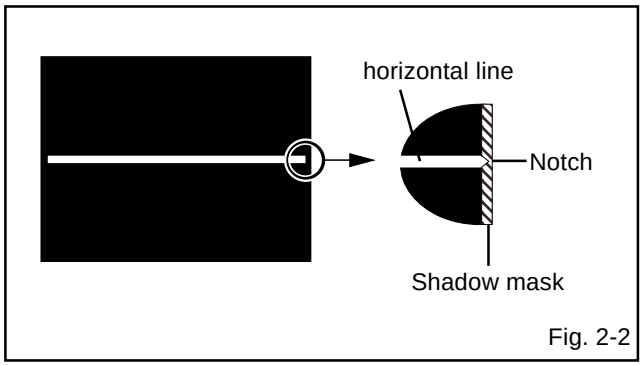

Fig. 2-2
5. Adjust the **VR401** until the horizontal line becomes fit to the notch of the shadow mask. **(Refer to Fig.2-2)**